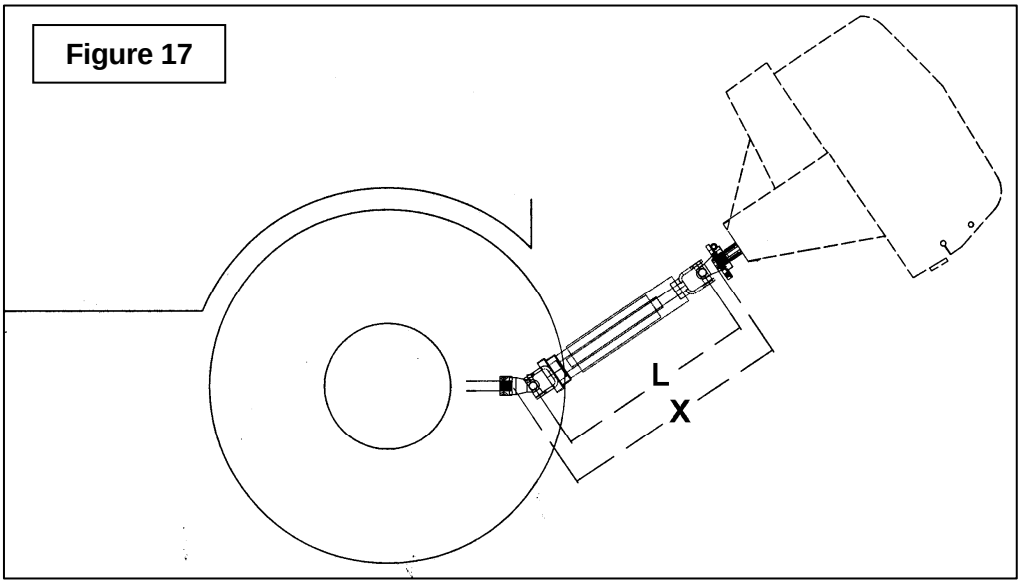

Figure 17
1. Pour déterminer la longueur **"L"** de votre modèle de tracteur, il faut d'abord trouver le facteur **"X"** en mesurant la distance horizontale entre le bout de l'arbre de commande du tracteur et le bout de l'arbre entraîné lorsque la souffleuse est en position de transport tel qu'illustré à la figure 17.